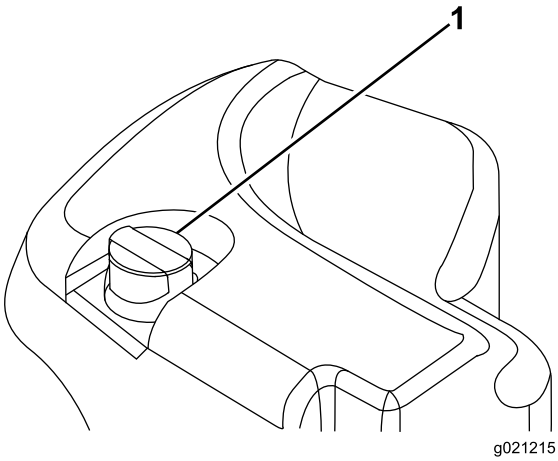

Рисунок 64
2. Очистите зону вокруг заливной горловины и крышки гидравлического бака (Рисунок 64).